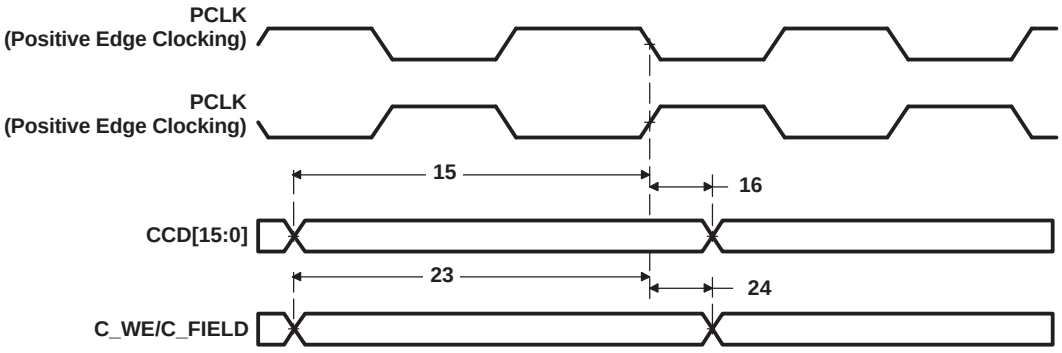

**Figure 6-21. VPFE (CCD) Master Mode Input Data Timing**
**Table 6-37. Timing Requirements for VPFE (CCD) Master Mode[1] (see Figure 6-21)**